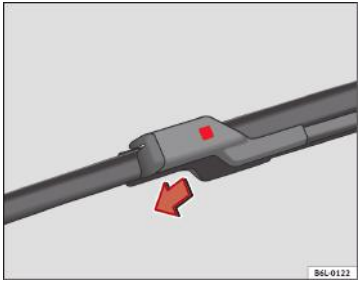

Fig. 130 Înlocuirea lamelor ştergătoarelor de parbriz
– Apăsați pe clema de fixare ⇒ fig. 130.